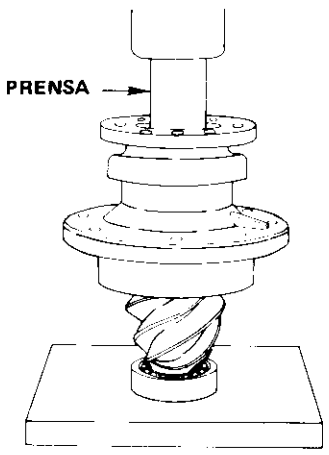

FIGURA 3
a) Prense o garfo da junta universal (sem o vedador) (ver figura 3);